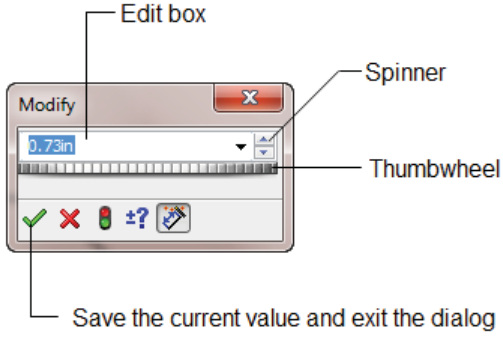

Figure 2-10 *The **Modify** dialog box*
7. Choose the **Smart Dimension** button from the **Sketch CommandManager** to dimension the circle; the cursor gets converted into the dimension cursor. Select the circle; the current diameter of the circle is attached to the cursor. Specify location in the drawing area for placing the diameter of the circle. As soon as you place the diameter, the **Modify** dialog box is displayed, as shown in Figure 2-10.